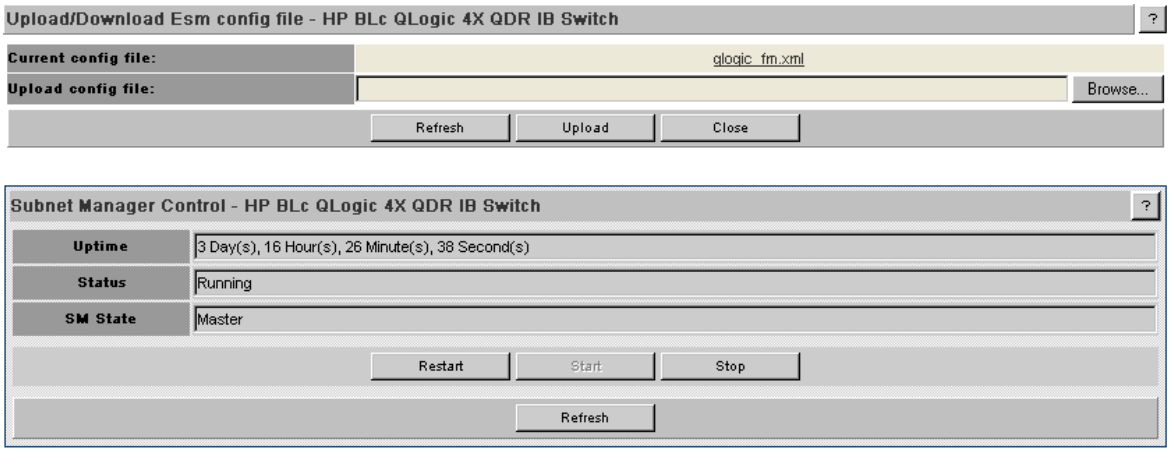

Figure 26 Upload/Download Esm Config File Screen
1. Click **Subnet Manager Config File** under the **Maintenance** menu. The Upload/Download Esm config file screen is displayed.(Figure 26)